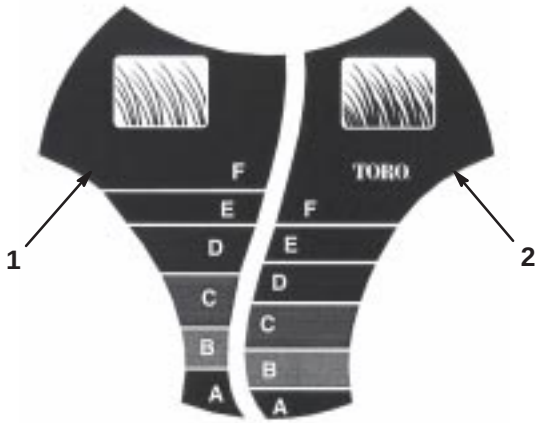

Bild 12
Das *SmartWheel*™ weist zwei Schnitthöhenskalen auf: *Dünn/Normal* und *Satt*—damit Sie bei jedem Rasenzustand immer das beste Ergebnis erzielen (Bild 12). Benutzen Sie die *Dünn/Normal*-Skala während der warmen Sommersaison für den Großteil Ihres Mähbedarfs. Die *Satt*-Skala dient ausschließlich starkem, nassem und sattem Graswuchs, den Sie am häufigsten im Frühjahr antreffen.
2. Bewegen Sie den Rasenmäher aufs Gras; Schieben Sie den Rasenmäher nicht mehr weiter, wenn das *SmartWheel*-Motiv an einem der Hinterräder aufrecht steht (Bild 12).